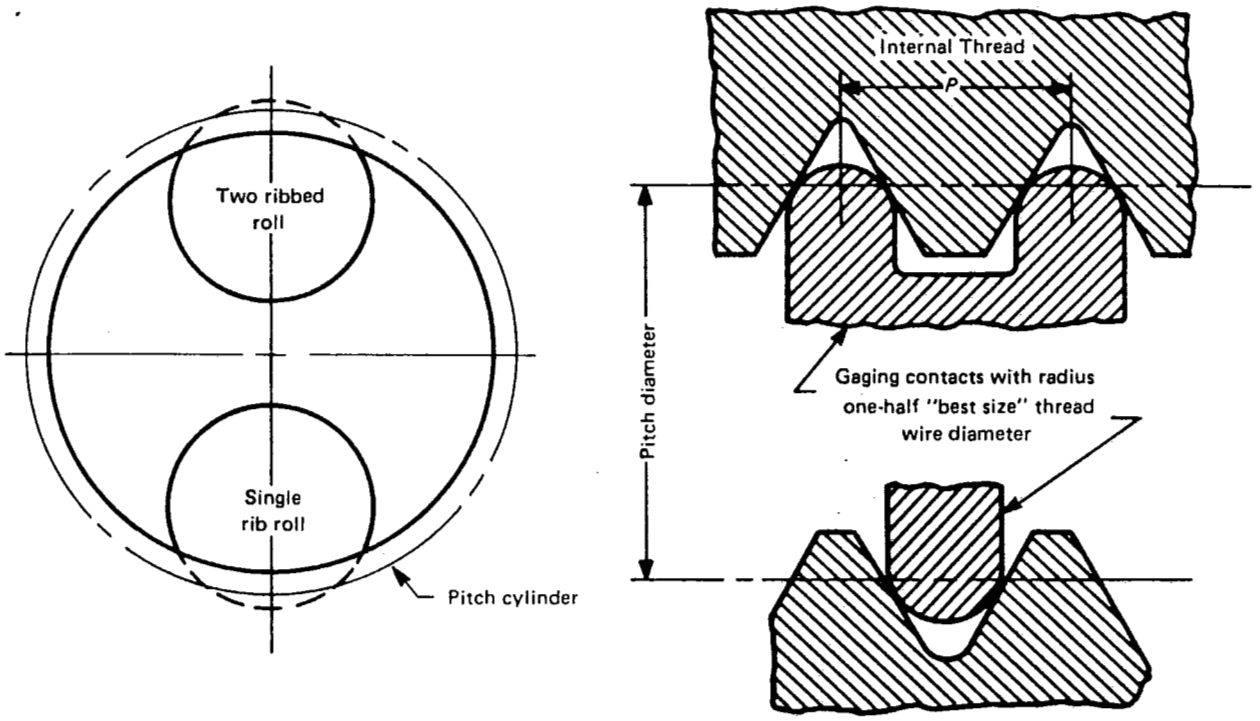

FIG. 8 THREAD SNAP GAGES — MINIMUM-MATERIAL THREAD-GROOVE DIAMETER LIMIT (Ref. Table 2 — Column D_1)
4.7.3 Thread Form. The specifications for the form on gage rolls are summarized in Fig. 8.